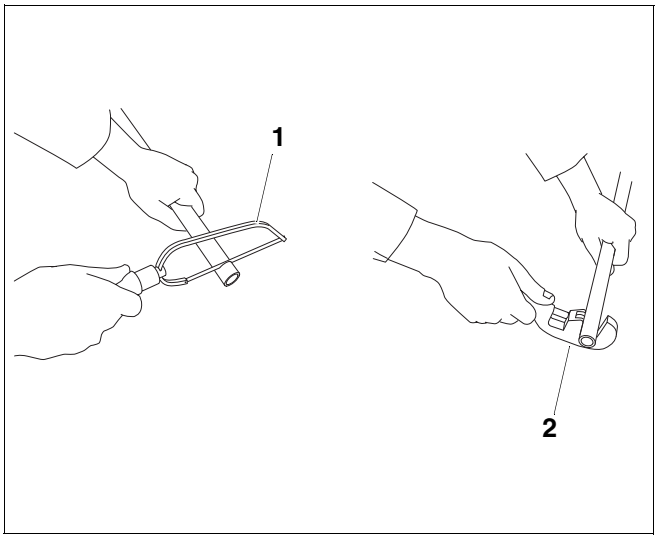

Afb. 1 Op de juiste lengte brengen
- Snij de koperen leiding met een zaag of met een buissnijder (afb. 1, **pos. 1** en **2**).